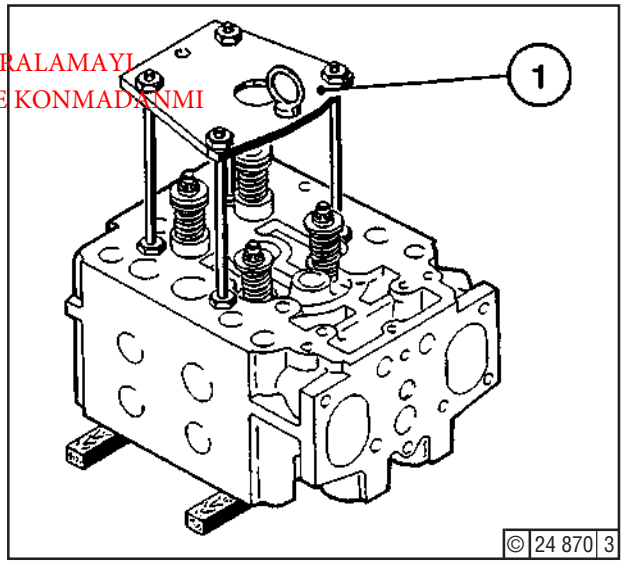

Fig. 2 Refitting device
- Fit lifting device (1) - Fig. 2 -.